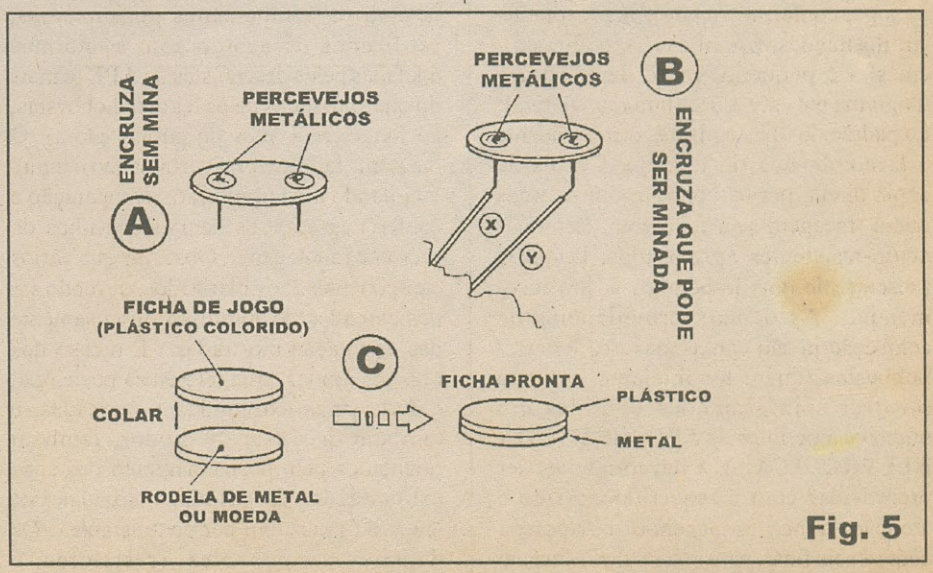

Fig. 5
- FIG. 5 - DETALHANDO AS *ENCRUZILHADAS* (*MINADAS* OU NÃO...) E AS FICHAS DE JOGO DO *CAMIN*... -